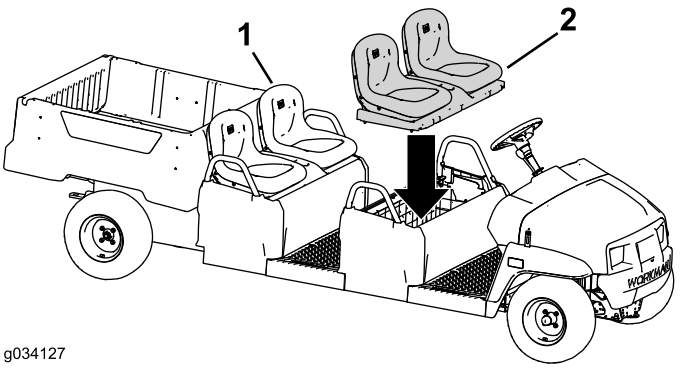

Figure 52
2. Montez l'ensemble siège d'origine sur la rangée de siège arrière (Figure 52).
3. Montez l'ensemble siège sur la rangée de siège avant (Figure 52).